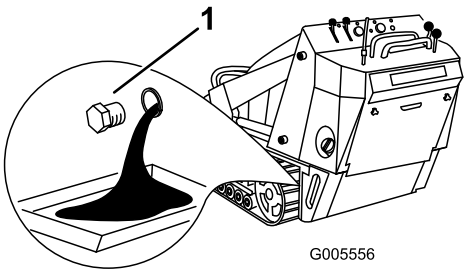

Figur 33
4. Ta bort avtappningspluggen (Figur 33).